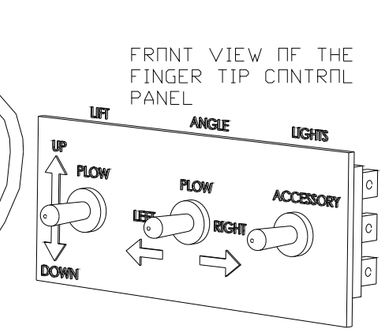

FIGURE 1
2. APPLY THE LABEL TO THE FRONT OF THE PANEL ORIENTED AS SHOWN IN FIGURE 1.